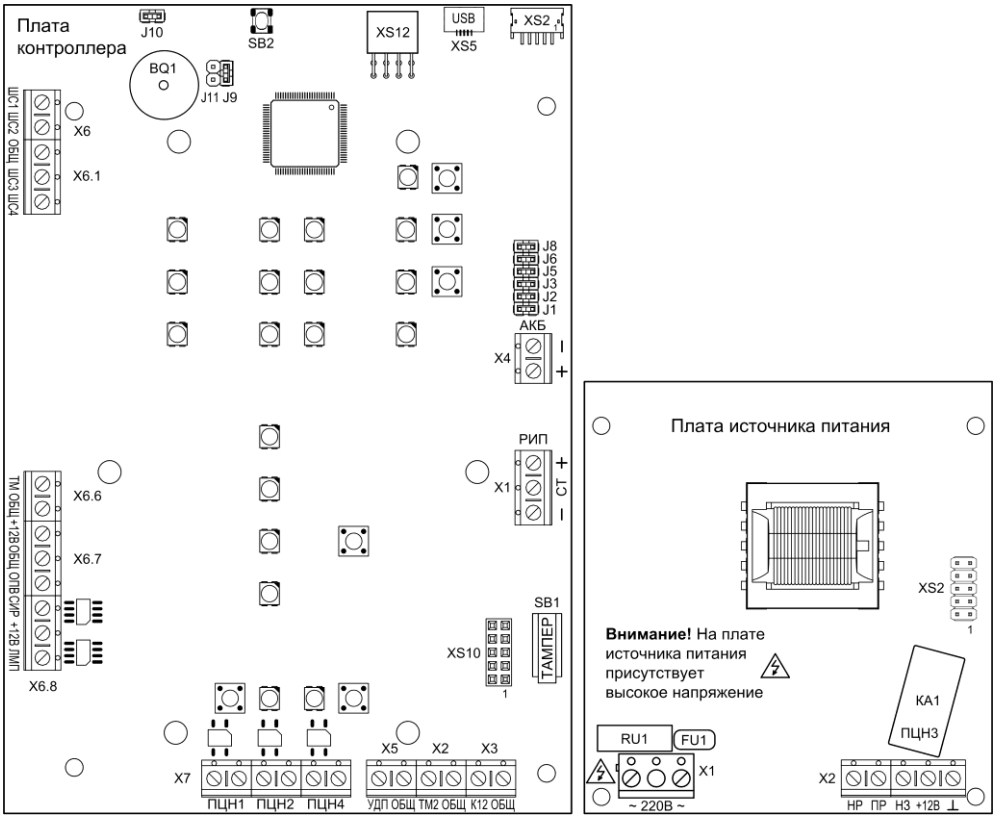
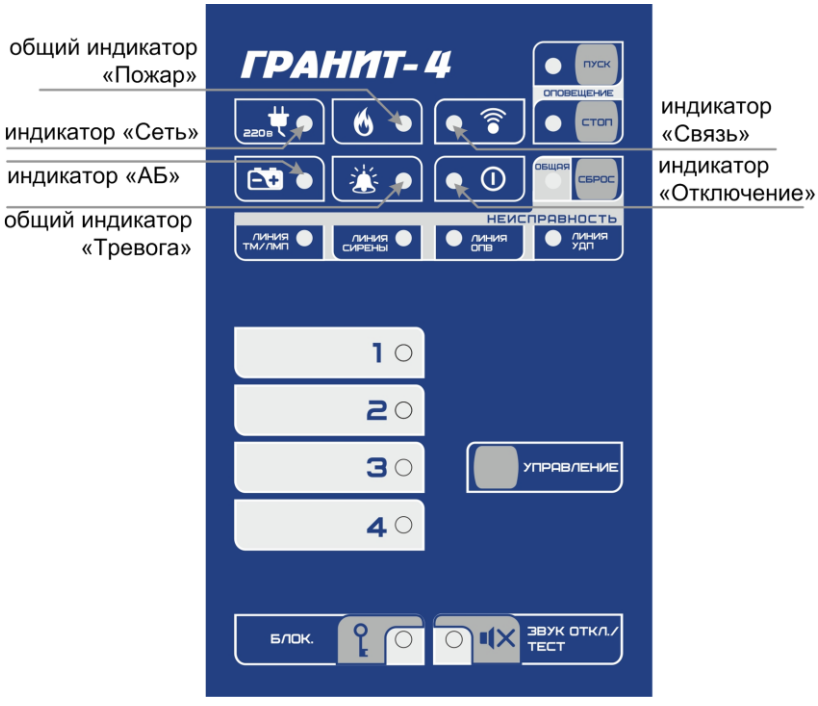

Рис.1 Плата контроллера Гранит-4А GSM (вид со снятой панелью индикации и управления) и плата источника питания
Рис.2 Панель индикации и управления прибора Гранит-4А GSM
Прибор состоит из корпуса и съёмной крышки. В корпусе расположены плата контроллера, плата источника питания (рис.1) и коммуникатор (п.10). На плате контроллера установлена панель индикации и управления (рис.2).
3.1 На плате контроллера (рис.1) расположены следующие элементы:
3.2 На панель индикации и управления прибора (см. рис.2) выведены:
3.3 На плате источника питания (рис.1) расположены следующие элементы: